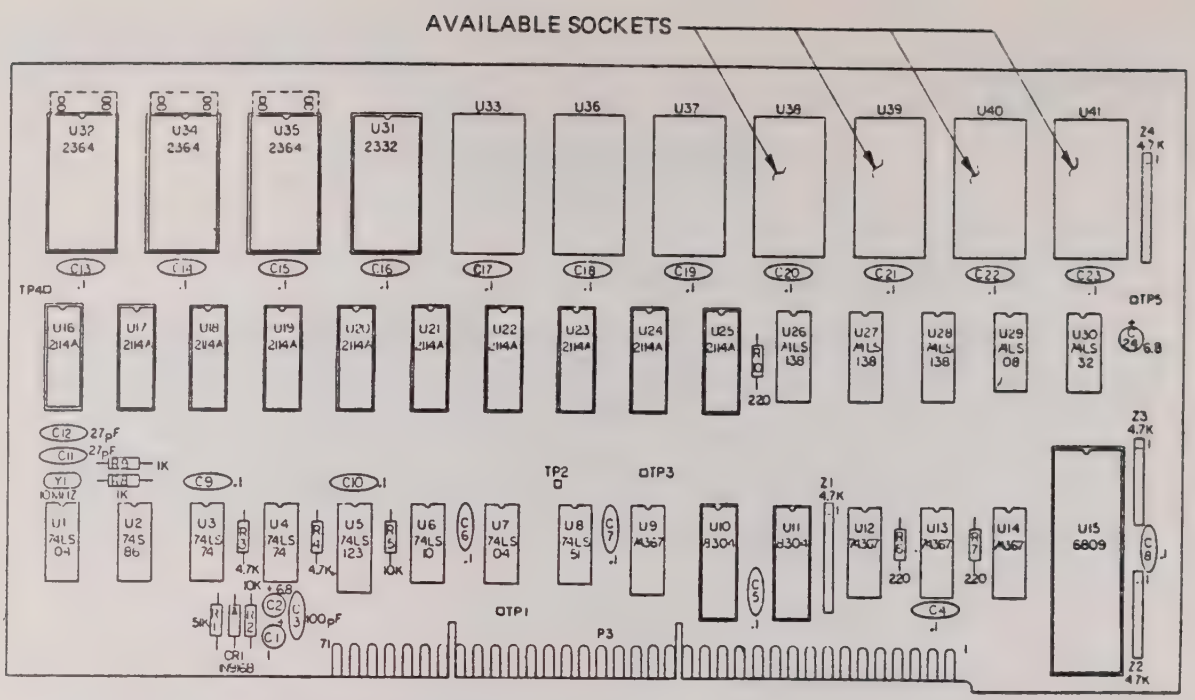

Figure 9.2 - 8080/8085 PROM Installation Sockets Available on CPU Assembly Board 401661 (PROM P/N 230603)
9.2.1.2 For Series 200 logic analyzers with CPU board Assembly P/N 401661, a PROM having P/N 230603 is provided with the 8080/8085 Adaptors/Disassembler (P/N 404242). (Again, verify the CPU Assembly number on the component side of the PCB.) As shown in Figure 9.2, PROM 230603 may be installed into sockets U38, U39, U40 or U41 as available.